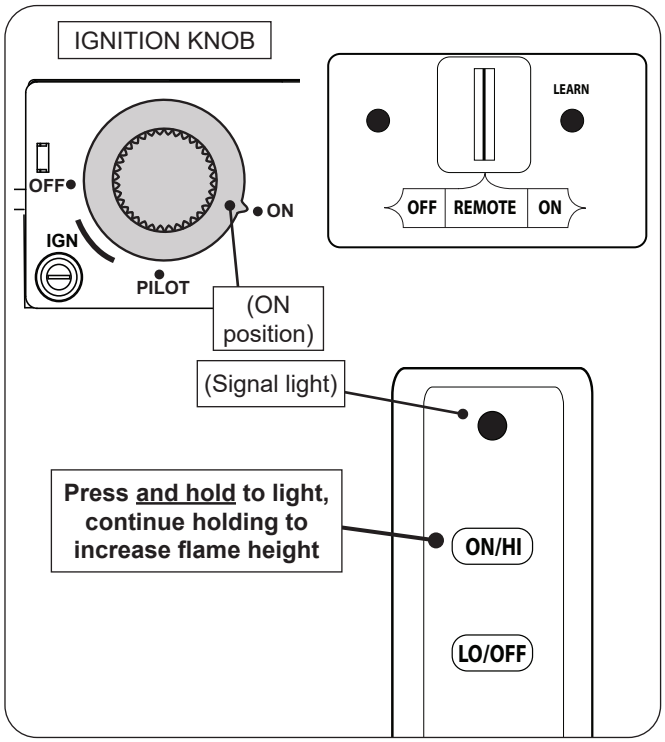

Fig. 28-1 Remote lighting
1. Ensure the pilot is burning. Turn the ignition knob counterclockwise to **ON** (see Fig. 28-1).
2. Locate the 3-position switch on the remote receiver, and slide the switch to **REMOTE** (see Fig. 28-1).
3. Locate the remote transmitter and press and hold the **ON/HI** button (see Fig. 28-1). The ignition sequence will begin.